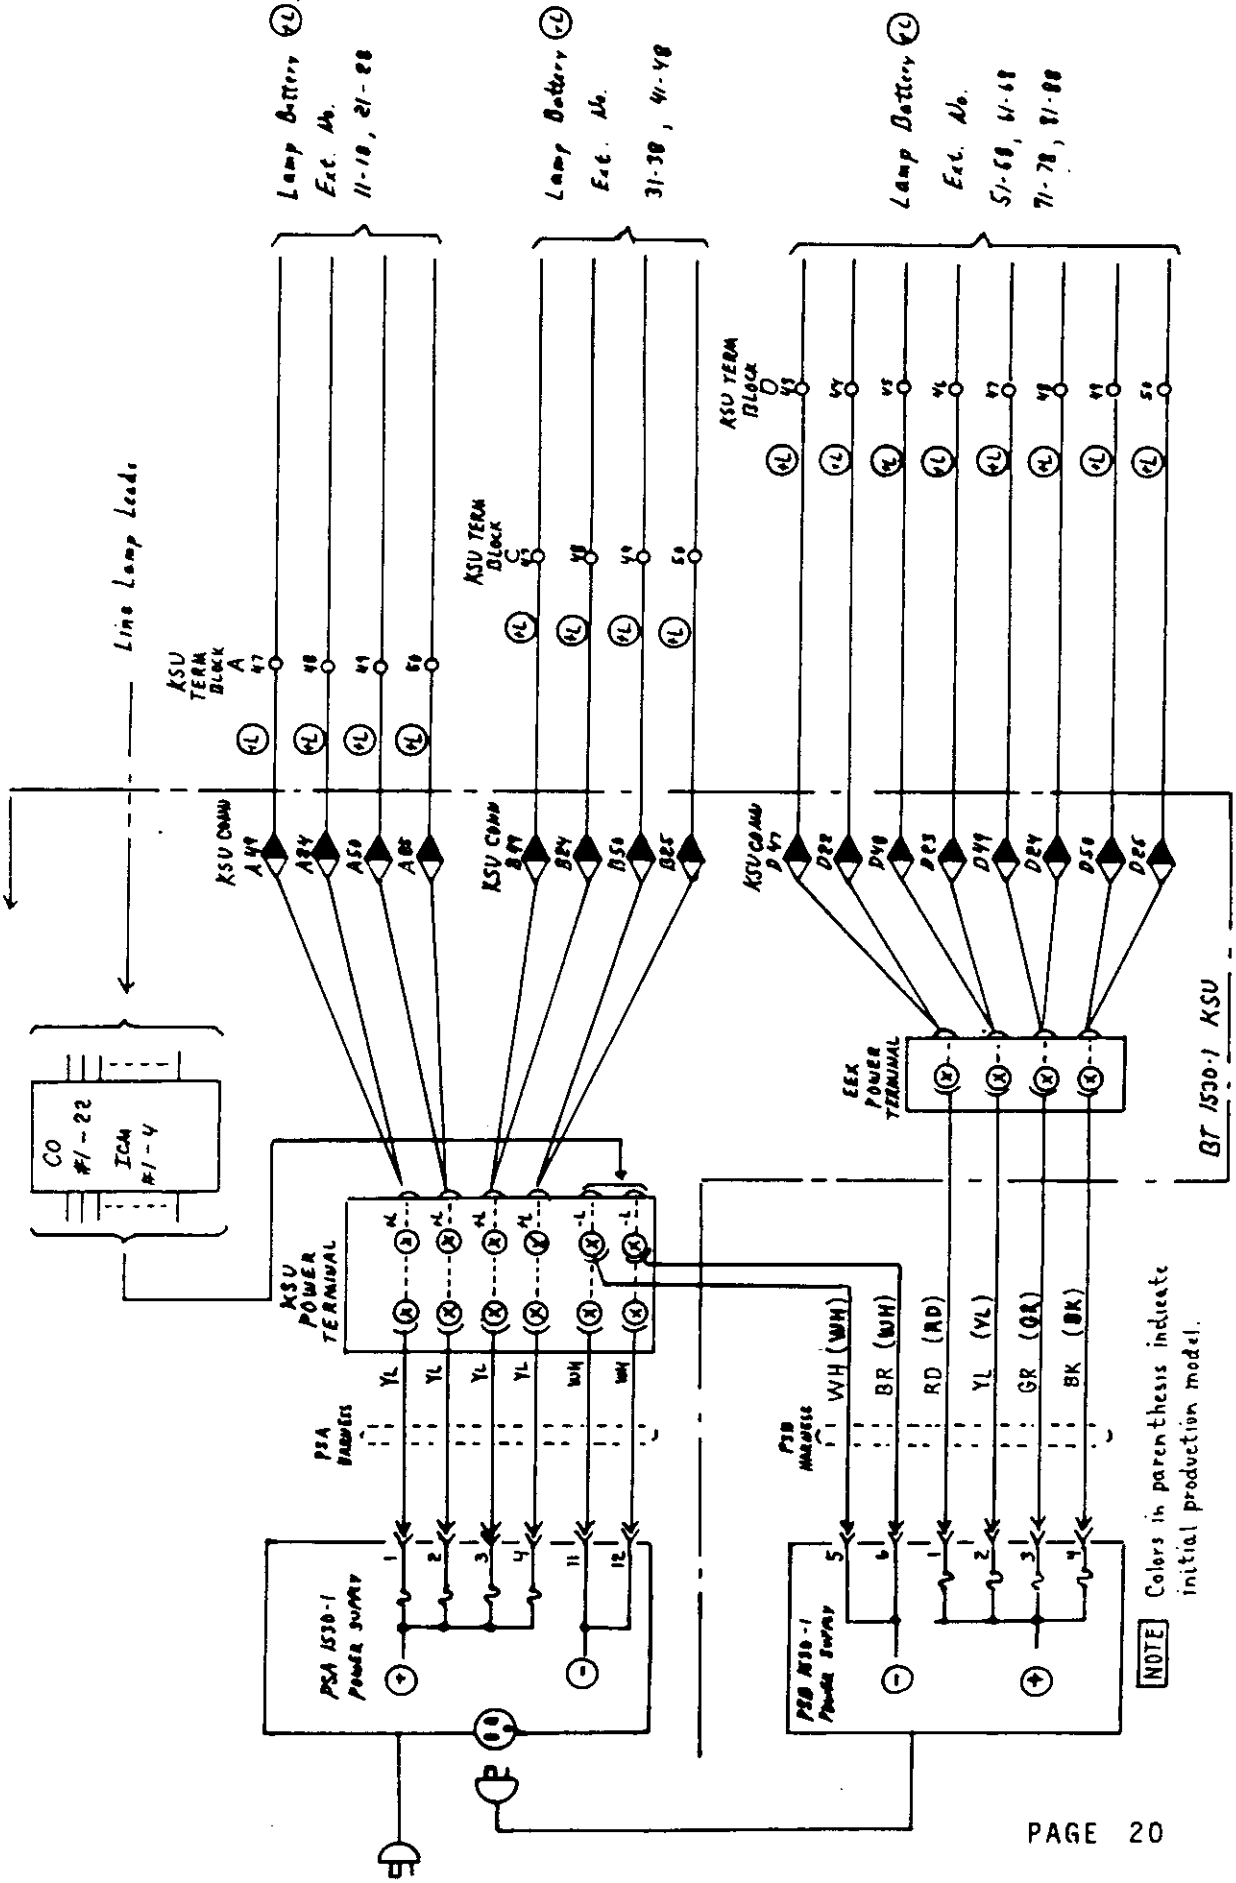

FIGURE 9 POWER SUPPLY PSB-1530-1 CONNECTION TO THE KSU AND EEX POWER TERMINAL
8.02 Figure 9 illustrates the connection of the PSB-1530-1 the BT1530/2250 KSU and Lamp Battery (+L) current distribution for all extensions.